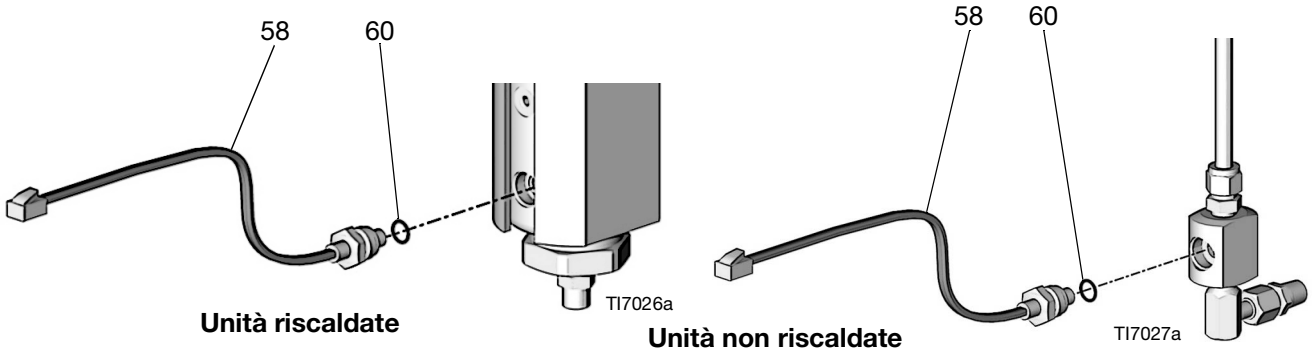

FIG. 15 Trasduttori
6. Installare l'anello di tenuta (60) sul nuovo trasduttore (58), FIG. 15, pagina 42.